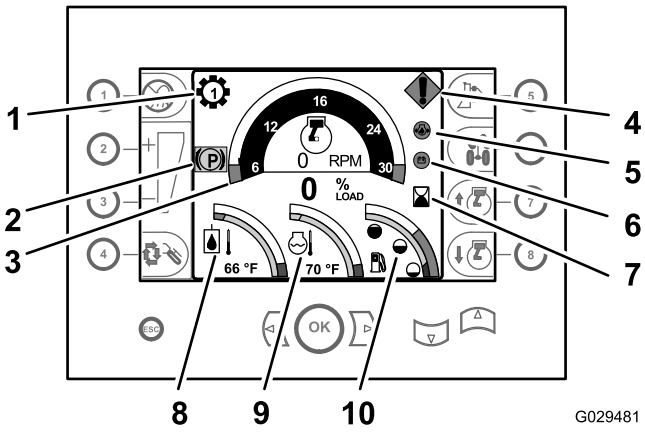
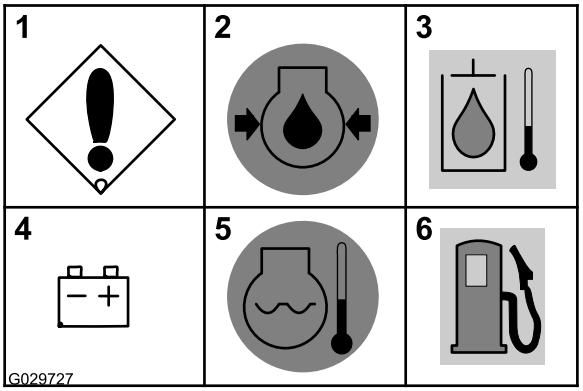

Figura 31
Figura 33
- **Indicador de marcha** – Este indicador mostra qual marcha está selecionada para transmissão (marchas de 1 a 4) e é exibido acima e à esquerda do tacômetro (Figura 31).
- **Tacômetro** – O tacômetro indica a velocidade do motor em rotações por minuto (RPM). O tacômetro é exibido na parte central superior da central de comando (Figura 31).
- **Horômetro** – O horômetro indica o número de horas que o motor tem funcionado. Ele é exibido na área à direita da tela da central de comando, à direita do tacômetro (Figura 31).
- **Indicador de temperatura do fluido hidráulico** – Este indicador mostra a temperatura do fluido hidráulico e é exibido na área inferior esquerda da tela da central de comando (Figura 31).
- **Indicador de temperatura do líquido de arrefecimento** – Este indicador mostra a temperatura do líquido de arrefecimento do sistema de arrefecimento do motor. Ele é exibido na área central inferior do painel de instrumentos (Figura 31).
- **Indicador de nível de combustível** – Este indicador mostra o nível remanescente de combustível presente no tanque e é exibido na área inferior direita da tela de comando (Figura 31).
- **Indicador do freio de estacionamento** – Este indicador é exibido enquanto o freio de estacionamento estiver acionado (Figura 31). O indicador desaparece quando o freio de estacionamento é liberado.
- **Erro de máquina ou motor** – Esta mensagem será exibida se a máquina ou o motor apresentar falha. A causa da falha é indicada no Diagnóstico do Painel de Instrumentos (Figura 33).
- **Pressão baixa do óleo do motor**—Esta mensagem será exibida se a pressão do óleo do motor for igual ou inferior a 90 Kpa (13 psi) (Figura 31 e Figura 33).
- **Temperatura alta do óleo hidráulico**—Esta mensagem aparecerá piscando se o óleo do sistema hidráulico estiver em temperatura igual ou superior a 102° C (Figura 33)
- **Verificar o alternador ou a bateria**—Esta mensagem será exibida se a tensão do alternador e da bateria estiver igual ou inferior a 12 volts (Figura 31 e Figura 33).
- **Superaquecimento do motor**—Esta mensagem será exibida piscando se o líquido de arrefecimento do motor atingir uma temperatura igual ou superior a 104° C (Figura 31 e Figura 33).